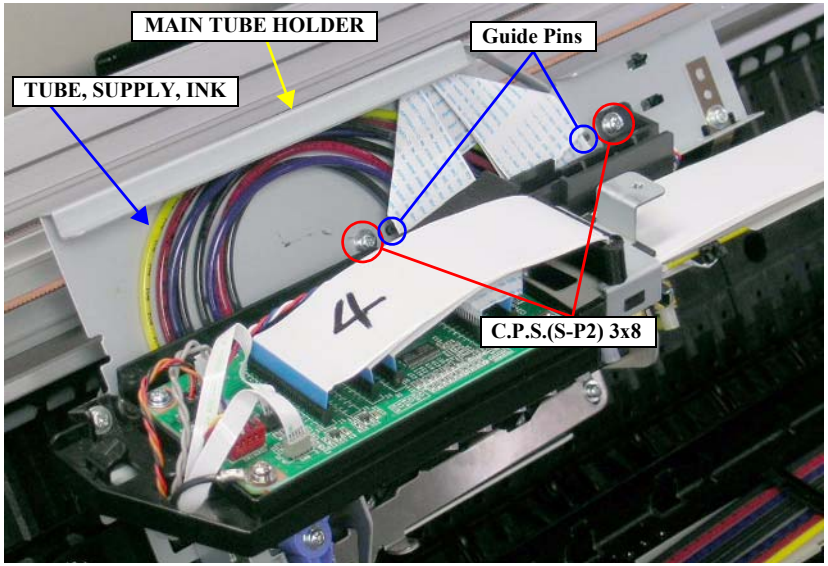

Figure 4-56. Screws for the MAIN TUBE HOLDER
6. Remove the two screws that secure the MAIN TUBE HOLDER. *See Figure 4-56.*
Set the two positioning holes of the MAIN TUBE HOLDER onto the two guide pins. ***See Figure 4-56.***